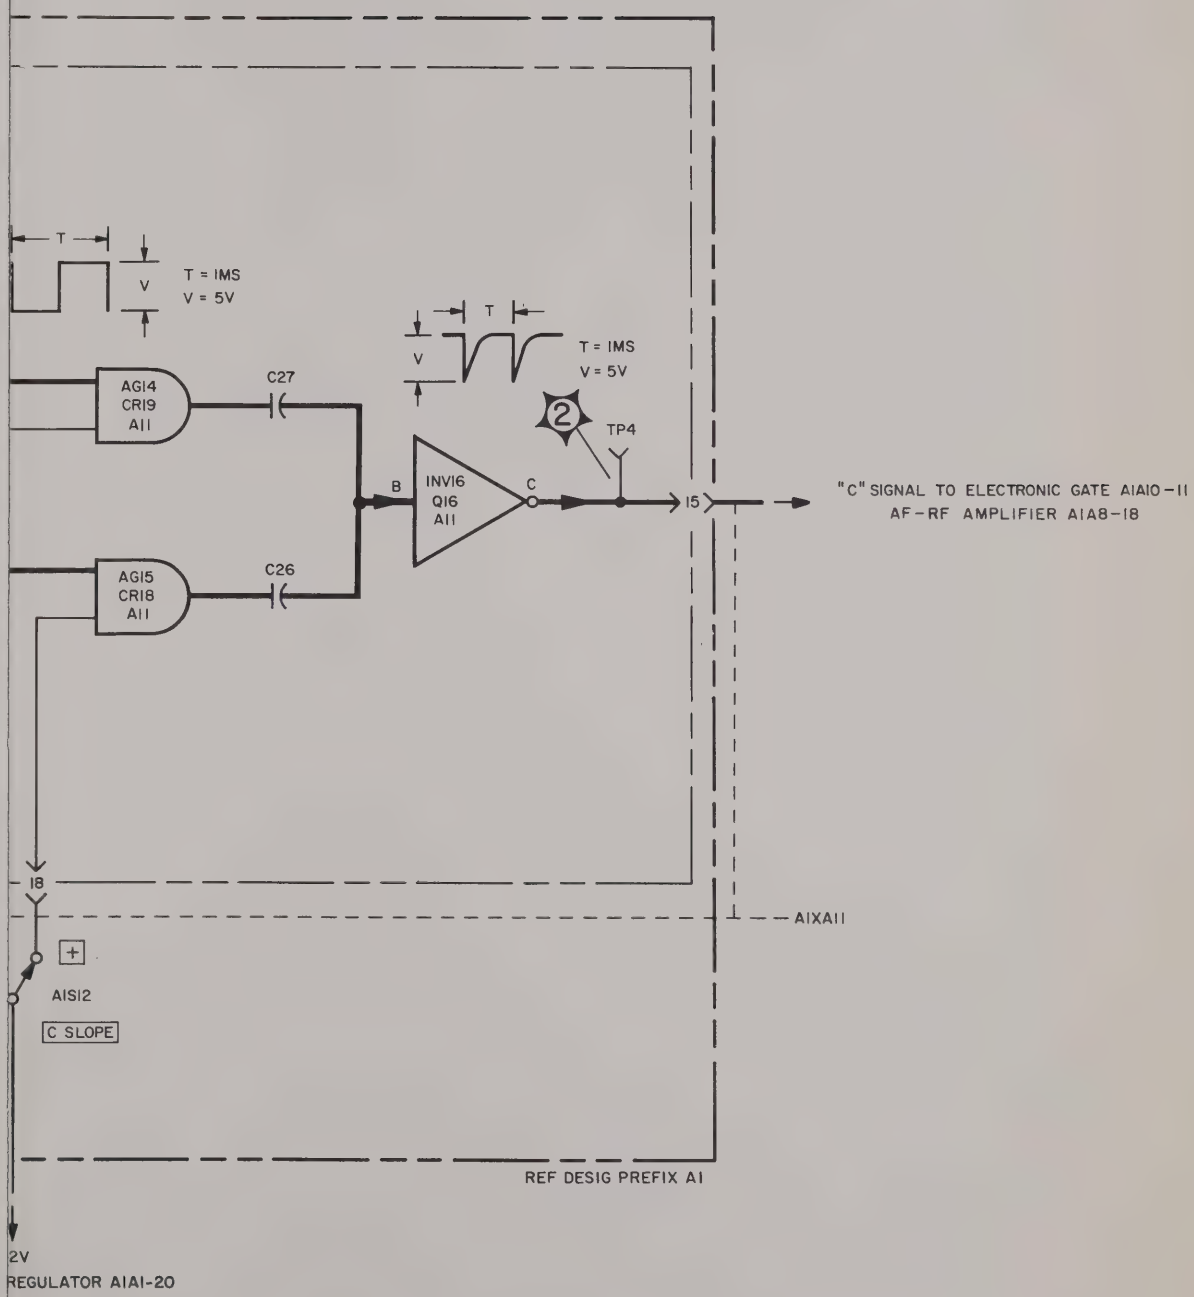

Figure 4-9. "C" Amplifier, Functional and Servicing Block Diagram
c. USEFUL ILLUSTRATIONS. — Illustrations useful in maintaining this functional section are: figures 4-9, 5-8, 5-9, 5-12, 5-46, and 5-64.
1 (cont)	Apply a 10 volt rms, 1000-cps sine-wave signal to the C AC connector. Observe the waveform at test point E and compare with that shown in figure 4-9.